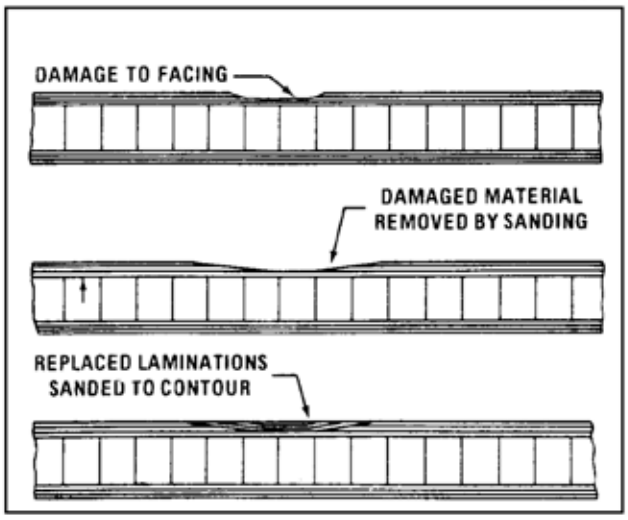

FIGURE 3-1. Typical laminate (facing) repair.
(1) Damage not exceeding the first layer or ply of fiberglass laminate can be repaired by filling with a putty consisting of a compatible room-temperature-setting resin and clean short glass fibers. Before the resin sets, apply a sheet of peel ply over the repair area and work out any bubbles and excess resin. After the resin has cured, sand off any excess and prepare the area for refinishing.
(2) Damage deep enough to seriously affect the strength of the laminate (usually more than the first ply or layer of fabric) may be repaired as illustrated in figure 3-1. Coat the sanded area with room-temperature-setting resin and apply contoured pieces of glass fabric soaked in resin. Apply a peel ply sheet over the repair and work out any bubbles and excess resin. After the resin has cured, scrape off the excess resin and sand the surface of the repair to the original contour.